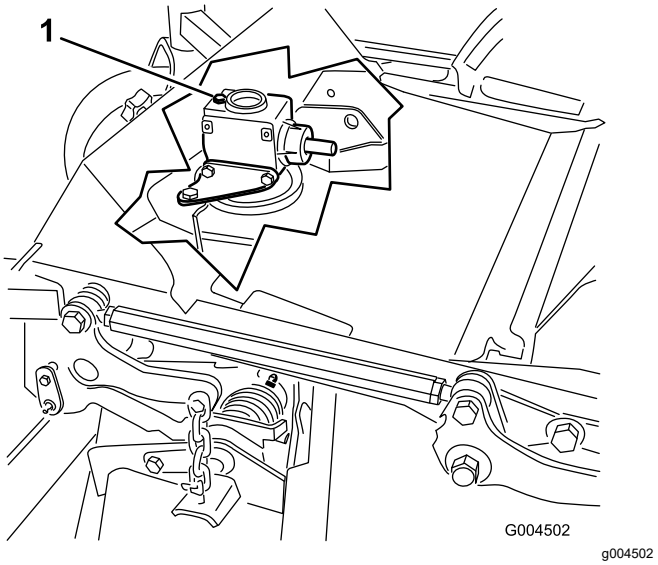

Figur 30
6. Ta ut peilestaven/fyllpluggen fra toppen av girkassen, og kontroller at oljenivået er mellom merkene på peilestaven (Figur 30).
6. Fjern peilestaven/fyllpluggen fra toppen av girkassen (Figur 30).